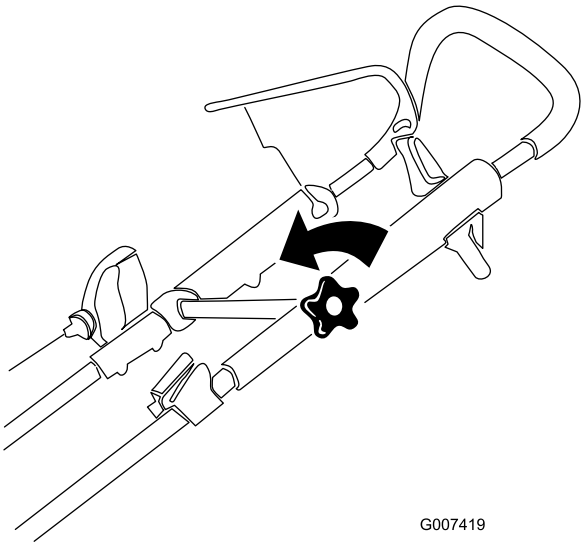

Figur 16
1. Løsne knotten for øvre håndtak (Figur 16).